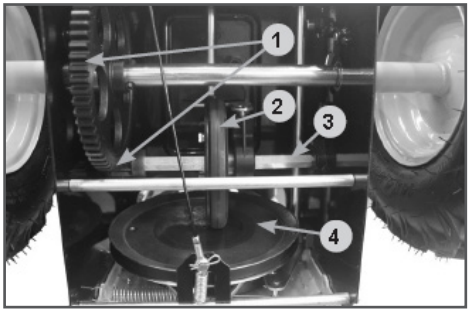

Рис. 27 Обслуживание трансмиссии
Если при нажатом рычаге включения хода снегоотбрасыватель не движется или при нажатии на рычаг включения хода слышны посторонние звуки, а регулировка длины троса включения хода не позволяет устранить проблему, возможно, фрикционное колесо 2 (Рис. 27) полностью износилось и его необходимо заменить.
4. Нанесите многоцелевую консистентную смазку CHAMPION EP-0 тонким слоем на шестигранный вал 3 фрикционного колеса и зубья шестерен 1 (Рис. 27).
Не допускайте попадания смазки на резиновое фрикционное колесо 2 и ведущий диск 4 (Рис. 27).